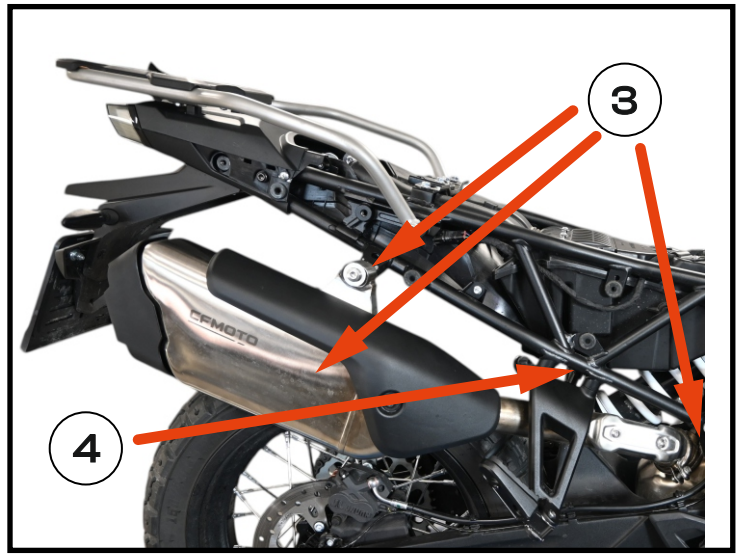

Fig. 3
3. Unscrew and remove the exhaust. **[Fig. 3]**
4. Unscrew and remove the passenger footpegs on both sides . **[Fig. 3]**